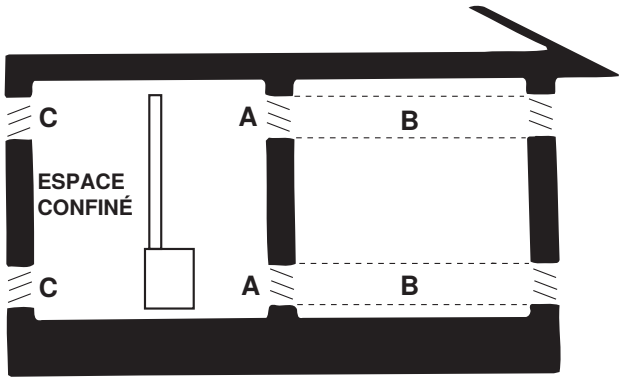

Figure 4. Ouvertures d'air de combustion d'un espace clos (reportez-vous au Tableau 6)
Les unités standard sont conçues pour prélever l'air de combustion de l'espace dans lequel l'unité est installée et ils ne sont pas conçus pour être branchés à des conduits d'entrée d'air de combustion extérieur. Les unités standard doivent être alimentées avec l'air qui entre dans le processus de combustion et est ensuite évacué vers l'extérieur. L'air qui entre dans la zone d'installation de l'équipement doit être suffisant pour remplacer l'air évacué par le système de ventilation de l'appareil de chauffage. Dans tous les cas, un approvisionnement d'air suffisant est requis pour éviter la création d'une pression négative dans la pièce ou l'espace qui contient l'équipement. Les exigences d'air de combustion et d'air de ventilation varient selon que l'appareil est installé dans un espace clos ou non clos. Un espace ***clos*** est défini comme étant un espace dont le volume est <50 pieds cubes par 1,000 BTUh de capacité nominale de l'appareil installé. Un espace ***non clos*** est défini comme étant un espace dont le volume est ≥50 pieds cubes par 1,000 BTUh de capacité nominale de l'appareil installé. Pour l'installation en espace confiné d'unités standard, prévoyez des ouvertures (selon la source d'air de combustion) près du plancher et du plafond pour obtenir l'air de ventilation et l'air de combustion montrés à la **Figure 4** et donnés au **Tableau 6**.
*Voir **Figure 4**.